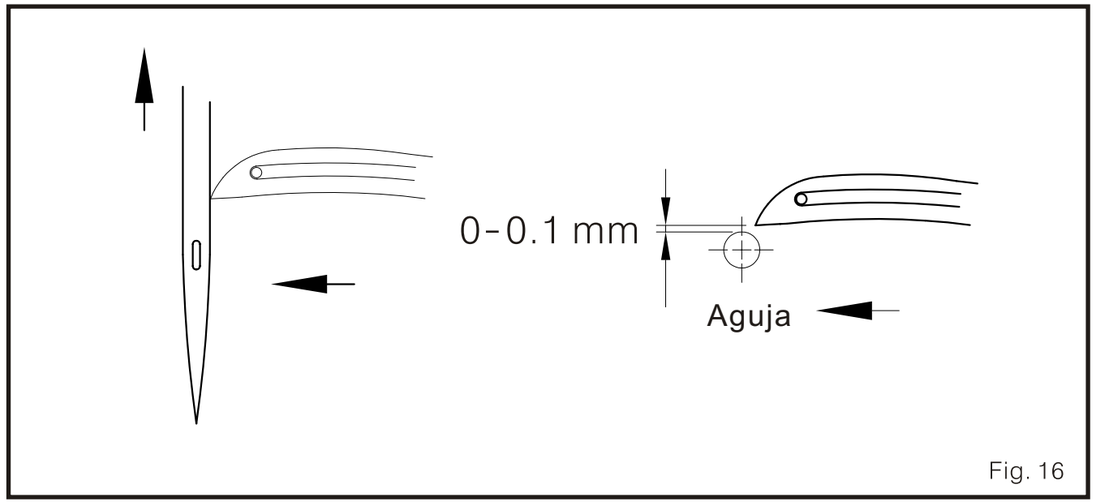

Fig. 16
2. Cuando el bucleador se mueva derecho a la izquierda y luego detrás de la aguja. El espacio entre la punta del bucleador a la parte posterior o de atrás de la aguja debe ser 0-0.1 mm.(la punta del bucleador debe estar lo mas cerca posible de la parte posterior de la aguja sin tocar la misma) (Fig. 16)